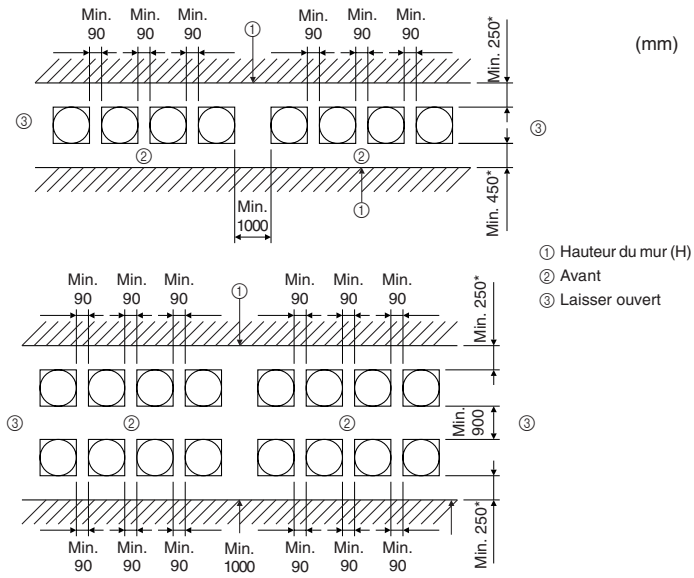

Fig. 2-8
2.4.2. Lors de l'installation de plusieurs appareils extérieurs (Fig. 2-8)